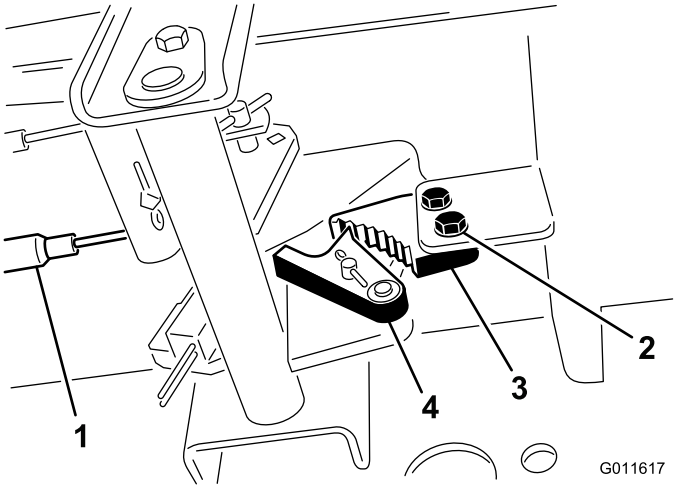

Figur 66
1. Løsn de 2 skruer, der fastgør parkeringsbremsepalen på stellet (Figur 66).
2. Tryk parkeringsbremsepedalen frem, indtil parkeringsbremselåsen kobler helt ind på bremsepalen (Figur 66).